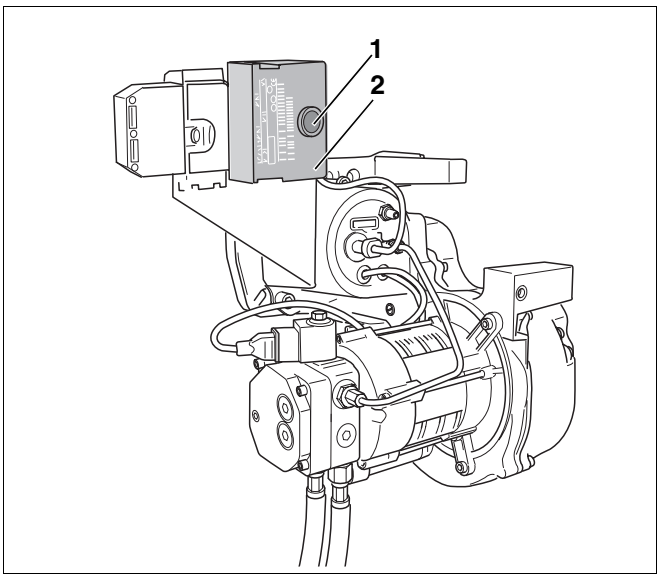

Fig. 13 Tecla contra perturbaciones y diodo de señalización
- Purgue el sistema empleando la bomba de gasóleo instalada y no pulsando repetidas veces la tecla contra perturbaciones (fig. 13, **pos. 1**).
- Pulse la tecla contra perturbaciones (fig. 13, **pos. 1**). El quemador pasa al modo de arranque o de funcionamiento.
- Pulse la tecla contra perturbaciones (fig. 13, **pos. 1,** página 17).